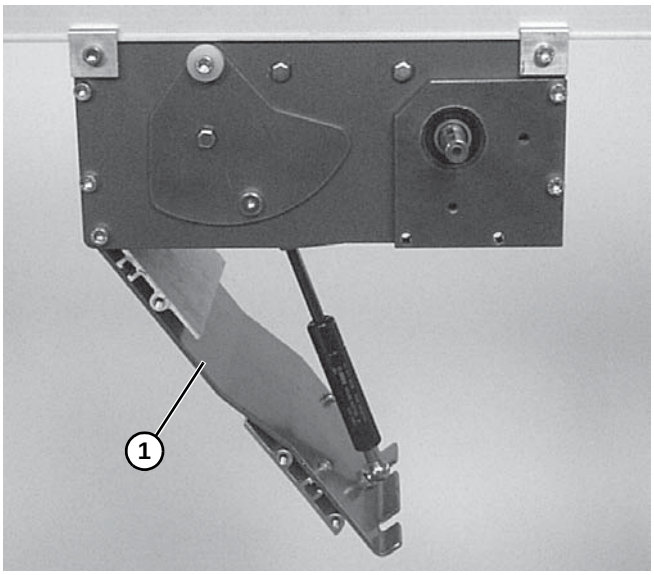

Figure 34
9. Carefully close the drive module tension door **(Figure 34, item 1)**. See WARNING.